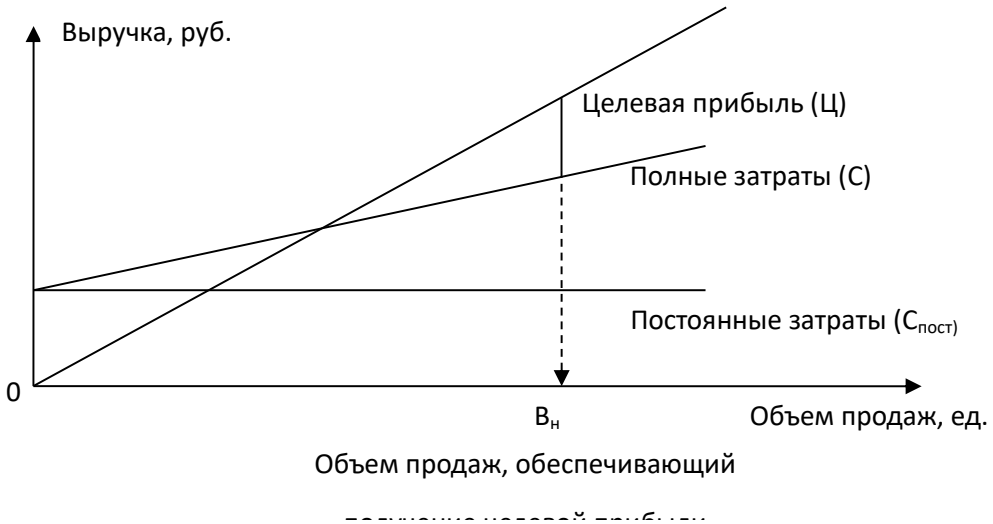

Рисунок 1.2 – Определение цены реализации, обеспечивающей получение целевой прибыли при заданной цене реализации
3. Провести линию объема продаж, соответствующего данным условиям (рисунок 1.2).